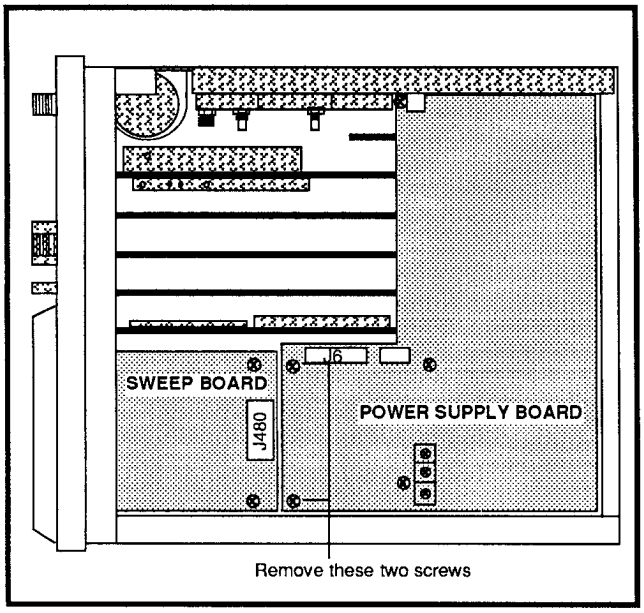

Figure 5-10. Power Supply assembly removal (bottom view).
10. Remove two screws as shown in Figure 5-10.